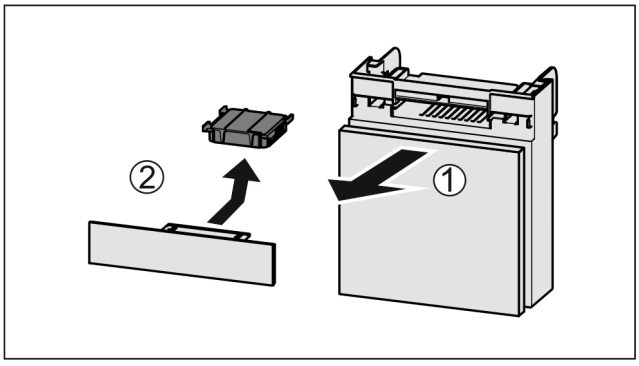

Fig. 73
▶ Extrageți *Fig. 73 (1)* compartimentul către înainte.
▶ Scoateți *Fig. 73 (2)* filtrul de cărbune activ.